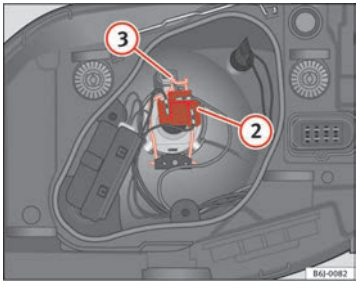

Fig. 141 Dipped beam/main beam, single headlight
– Remove the connector ⇒ page 215, fig. 141 (2) from the bulb.
– Unclip the retainer spring ⇒ page 215, fig. 141 (3) pressing inwards to the right.